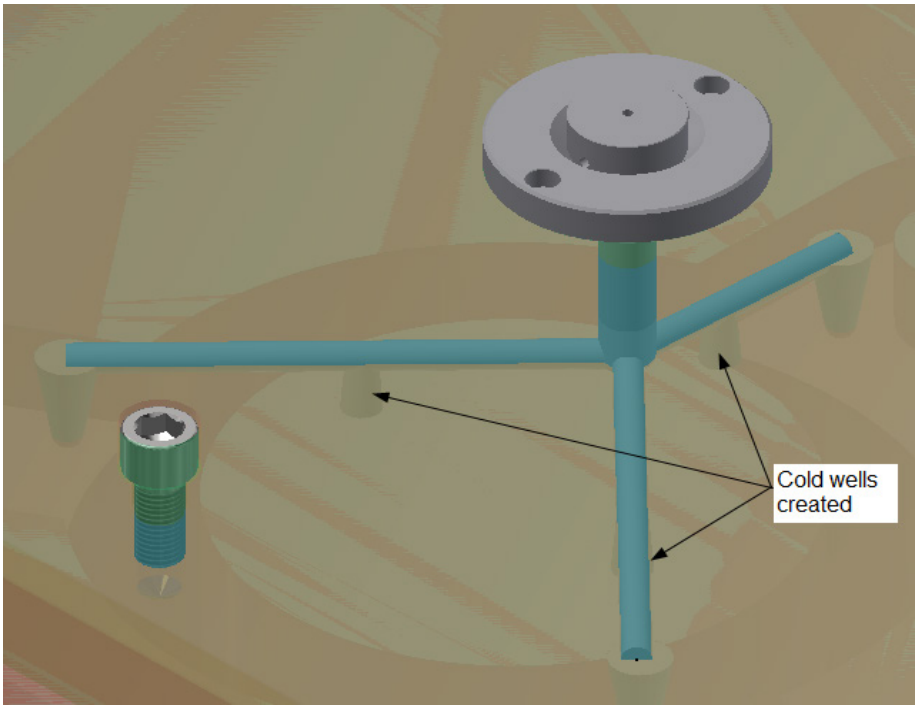

Figure 19-73 *The cold well created*
3. Similarly, create more cold wells on each runner, refer to Figure 19-73.